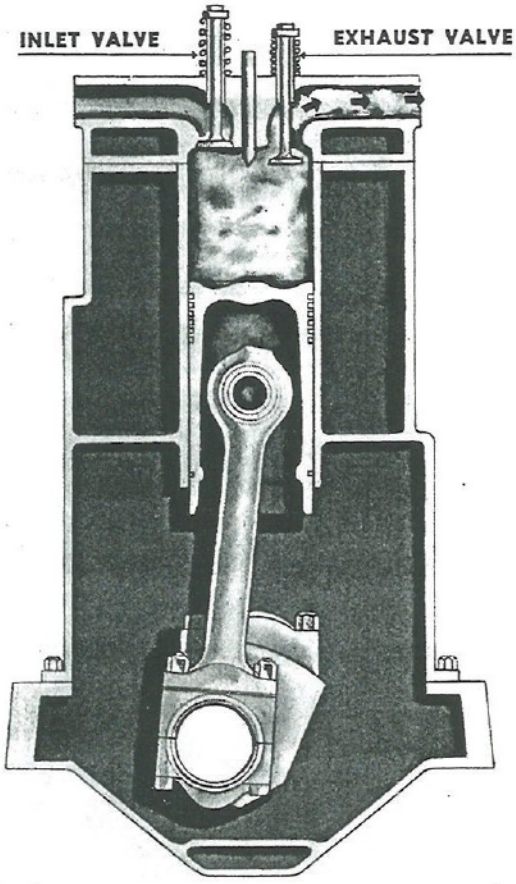

Fig. 7. Piston on Exhaust Stroke
d. Exhaust Stroke. As the piston moves down, the exhaust valve, which had remained closed during the other three strokes, opens when the piston is almost at bottom dead center, as shown in Fig. 7. The compressed gases rush out of the opened exhaust valve and all the remaining gases are forced out as the piston travels up in what is called the exhaust stroke, or sometimes the scavenging stroke. When the piston reaches the top again, the combustion chamber is cleaned of the combustion gases and ready to draw in fresh air when it repeats the intake stroke on the next downward movement. The cycle of four strokes starts over again.